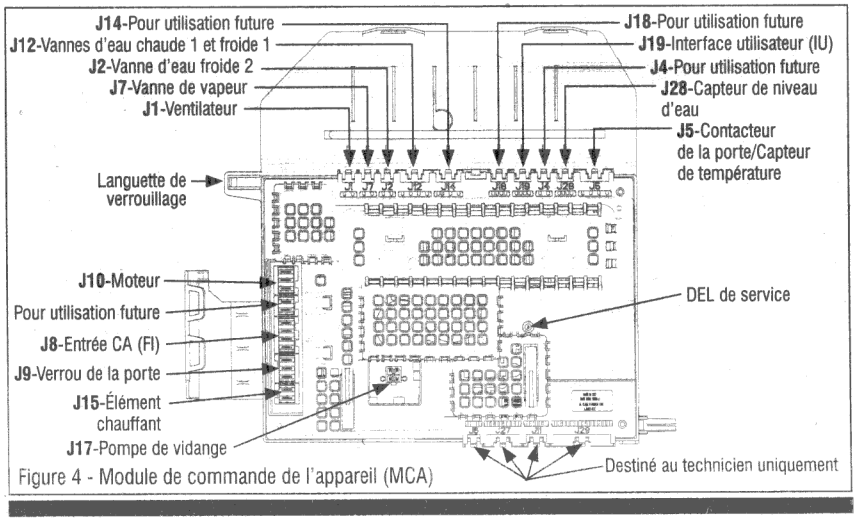

Figure 4 - Module de commande de l'appareil (MCA)
4. Contrôler visuellement que toutes les connexions au MCA sont complètement insérées. Voir Figure 4, ci-dessous.
9. Avec un voltmètre réglé sur **CA**, vérifier la tension de ligne à l'entrée du MCA aux broches 1 et 2 du connecteur **J8** Entrée CA (FI). Voir Figure 4.
3. Contrôler visuellement que tous les connecteurs du MCA sont complètement insérés dans le MCA. Voir Figure 4.
5. Effectuer le TEST n° 1 : Contrôle de la tension du MCA, page 35, puis contrôler visuellement que le connecteur **J10** est complètement inséré dans le MCA. Voir Figure 4, page 35.